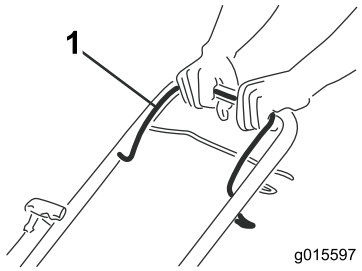

Figur 13
1. Hold bøjlen til skæreknivenes kraftudtag (Figur 13) helt op mod håndtaget.